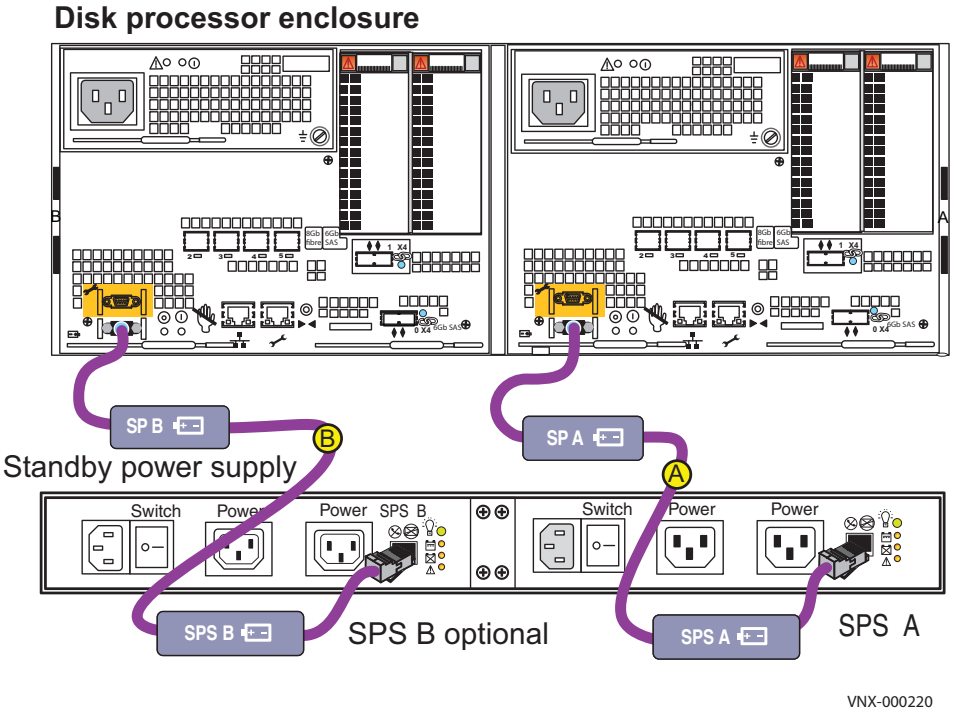

**Figure 26** Cabling SPs to SPS
2. Connect SPS A to the SP A serial port as shown in Figure 26. (A)
3. Optionally, connect SPS B to the SP B serial port. (B)